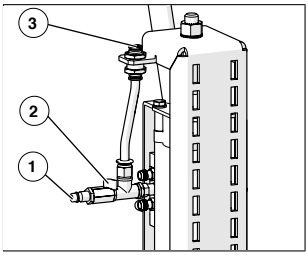
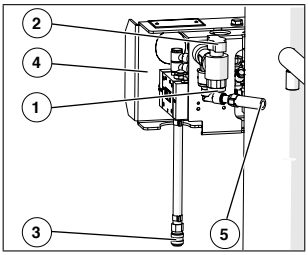
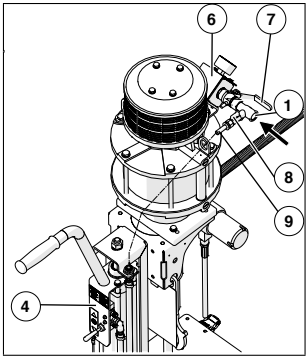
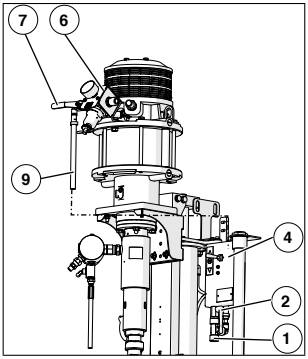

Abb. 25: Druckluftanschluss am Einsäulenlift
Abb. 26: Druckluftanschluss am Zweisäulenlift
Abb. 27: Druckluftanschluss am Einsäulenlift in Kombination mit Luftmotor ≥ 200, Hub 410 mm
Abb. 28: Druckluftanschluss am Einsäulenlift in Kombination mit Luftmotor ≥ 200, Hub 410 mm
2. Schließen Sie die Druckluftleitung am Druckluftanschluss der Maschine an. Der Druckluftanschluss befindet sich an der Regeleinheit des Liftes (Abb. 25 und Abb. 26). Eine Ausnahme ist die Verwendung des Liftes in Kombination mit einem Luftmotor ≥ 200. Hier wird die Druckluft am Lufteingang des Luftmotors angeschlossen, freigegeben und gesperrt (Abb. 27 und Abb. 28).